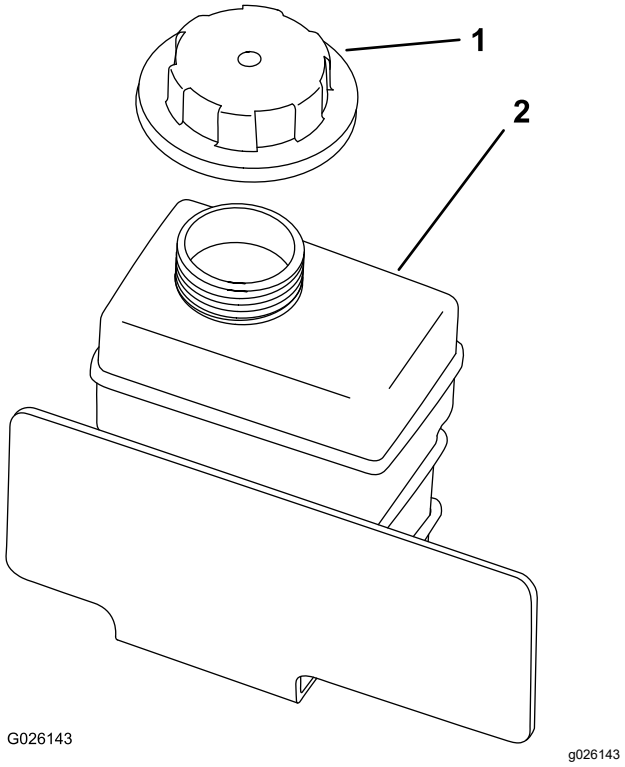

Figur 62
4. Fjern reservetankens dæksel (Figur 62).